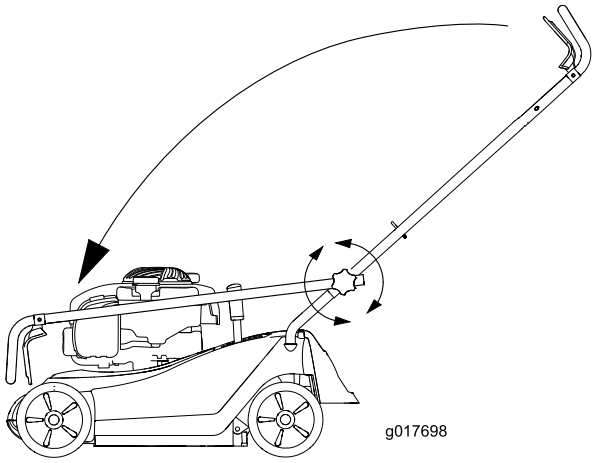

Figur 25
3. Brett håndtaket som vist i Figur 25.